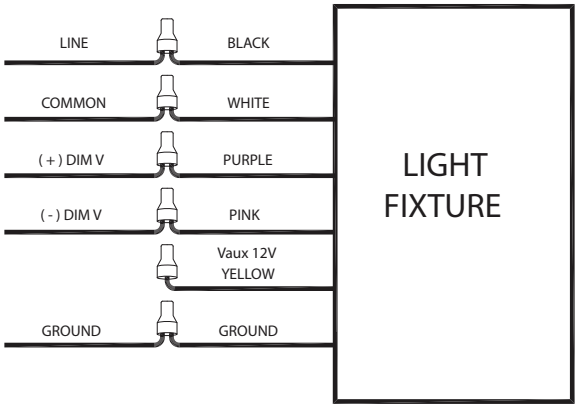

Fig. 6
6. Connect wires as shown in wiring diagram (*Fig 6*). Push all wires back into the **Splice Box**. Use appropriate UL-approved wire connectors as required by code to complete wiring. Be careful not to pinch wires. **WARNING: To prevent wiring damage or abrasion, do not expose wiring to edges of sheet metal or other sharp objects.**